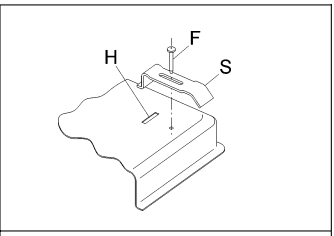

**AFB. 10**
- Zet het vast met de voorziene beugels “S”. Zorg ervoor dat u het uitstekende deel in de gleuf “H” steekt, die is uitgehaald op de bodem, en zet de schroeven “F” aan tot de beugel “S” zich vastzet op de top (zie afb. 10).